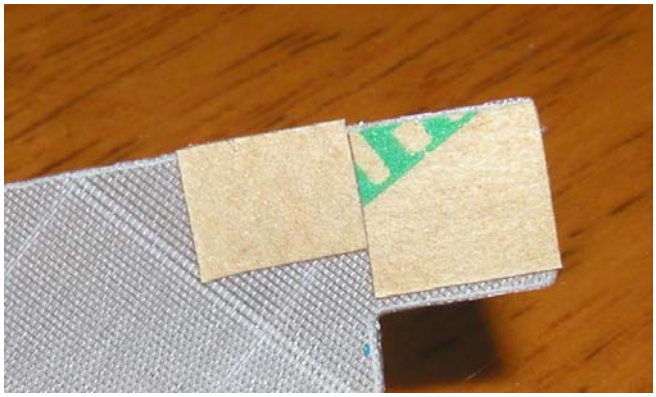

Figure 4: Trimmed tape on wing tip.
8. Trim the excess tape off, as per Figure 4.